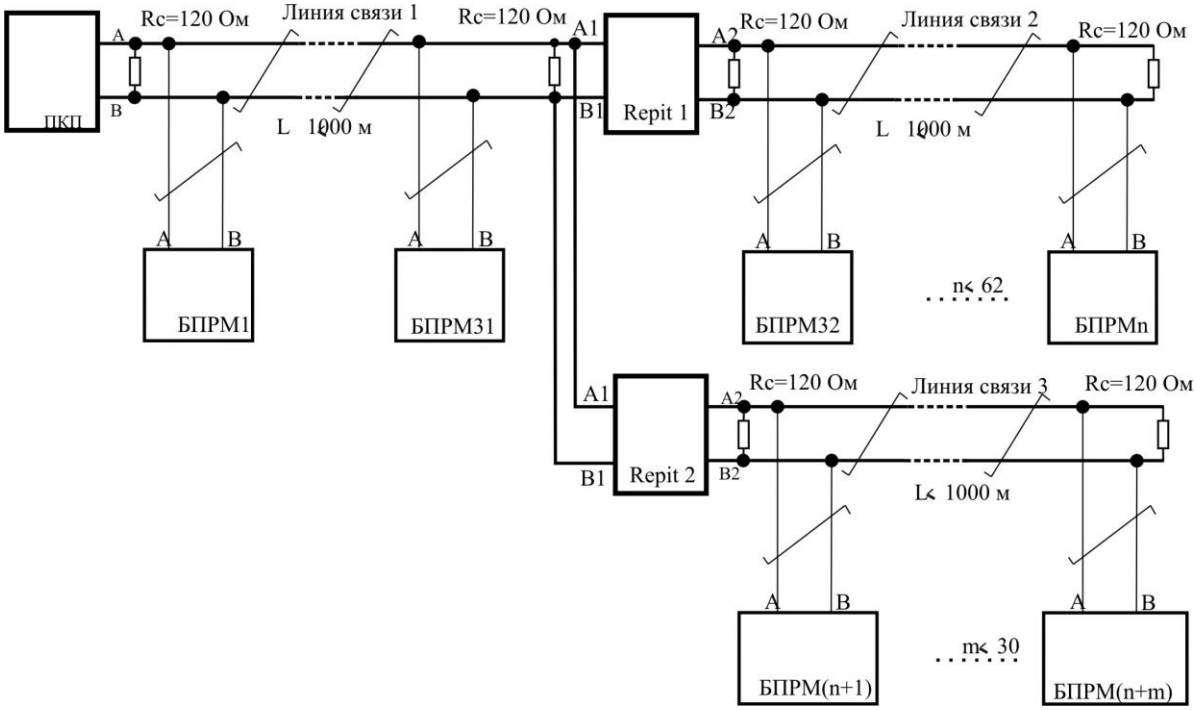

Рис. 4.13
4.14.5 Репитеры имеют возможность объединения друг с другом* для получения сети топологии "звезда", при этом необходимо осуществить гальваническую развязку между лучами звезды (рис. 4.13), используя соответствующие репитеры.